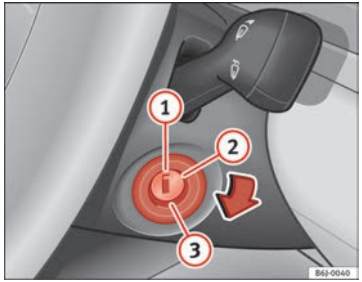

Fig. 99 Ignition key positions
In this position ⇒ Fig. 99 the ignition and the engine are OFF and the steering may get locked.
– Turn the ignition key to position ⇒ Fig. 99 (2). The warning lamp ⌀ will light for engine pre-heating.
– When the lamp turns off, turn the ignition key to position (3) to start the engine. Do not press the accelerator.
– Turn the ignition key to position ⇒ Fig. 99 (1).